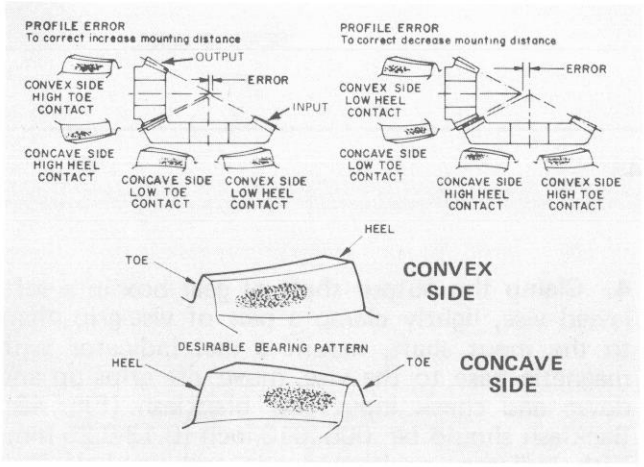

Figure 50
7. Inspect the wear pattern on the gear teeth, compare them to the patterns indicated (Fig. 50). Add or remove shims from output housing to correct any misalignment.